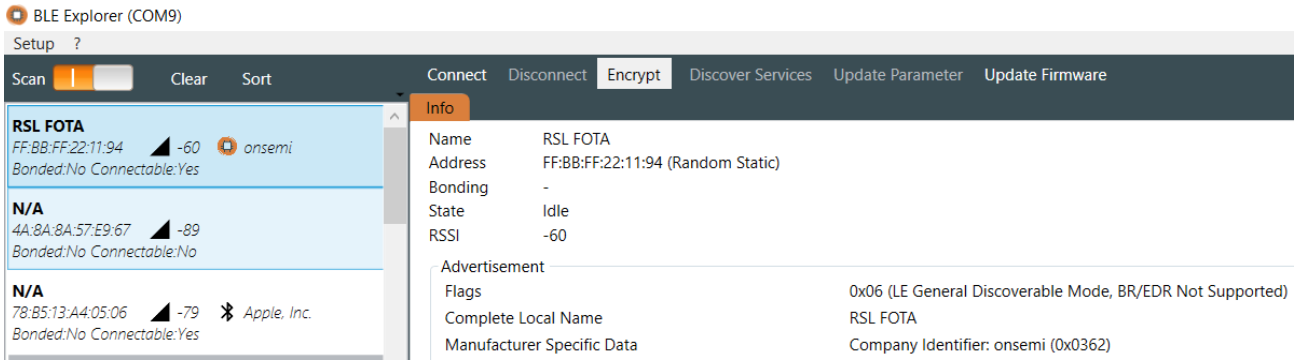

**Figure 9. FOTA Running**
1. Connect FOTA_GPIO (GPIO1) to ground. After a few seconds, you can see the name **RSL FOTA** on the RSL BLE Explorer, as shown in the "FOTA Running" figure (Figure 9). After checking the name **RSL FOTA**, disconnect FOTA_GPIO from ground.